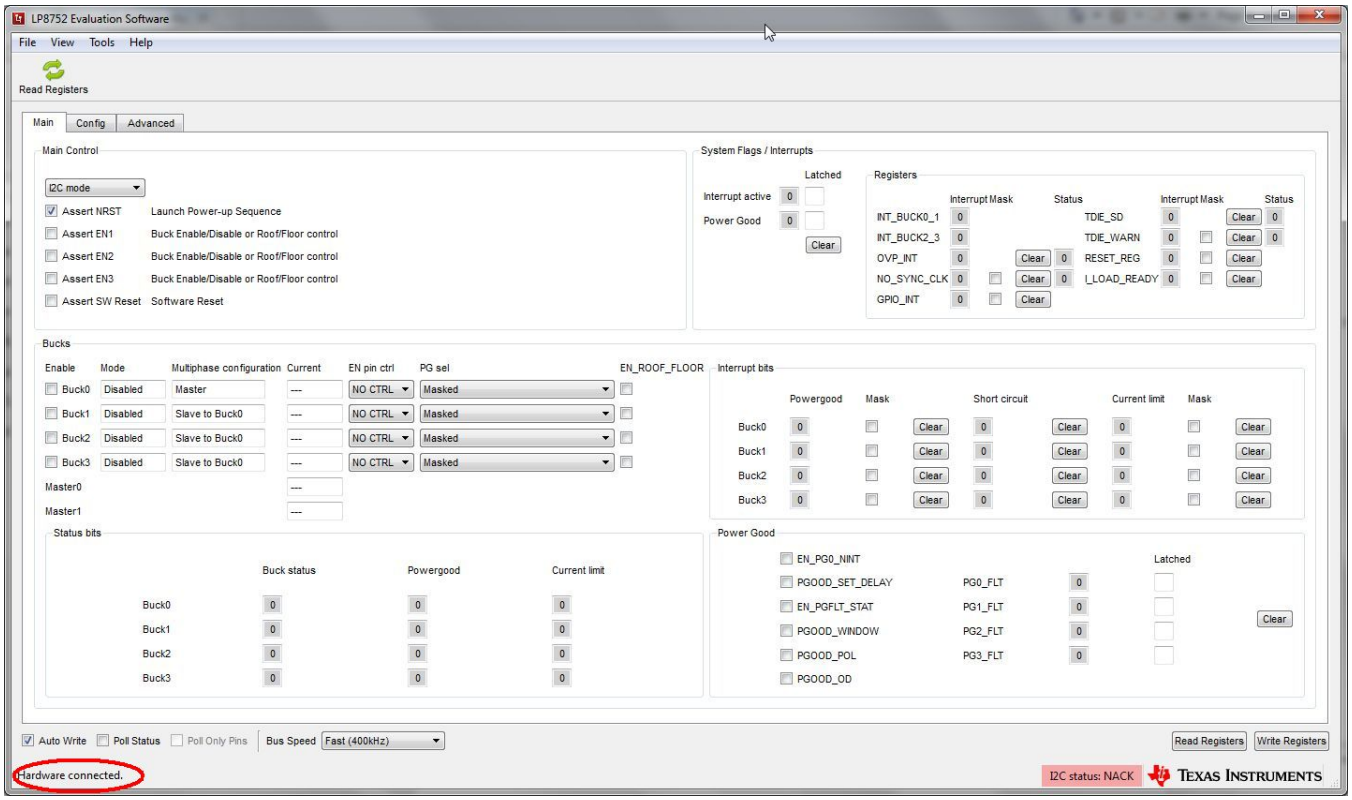

Figure 6. Evaluation Software Graphical User Interface (GUI) When Board Connected
2. On the Evaluation SW window bottom right corner you should see text “Hardware connected”. Refer to Figure 6.